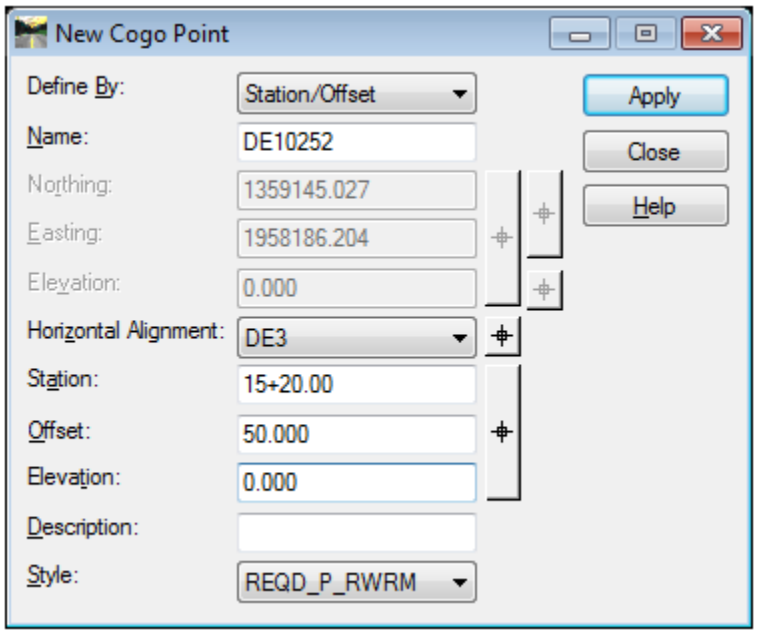
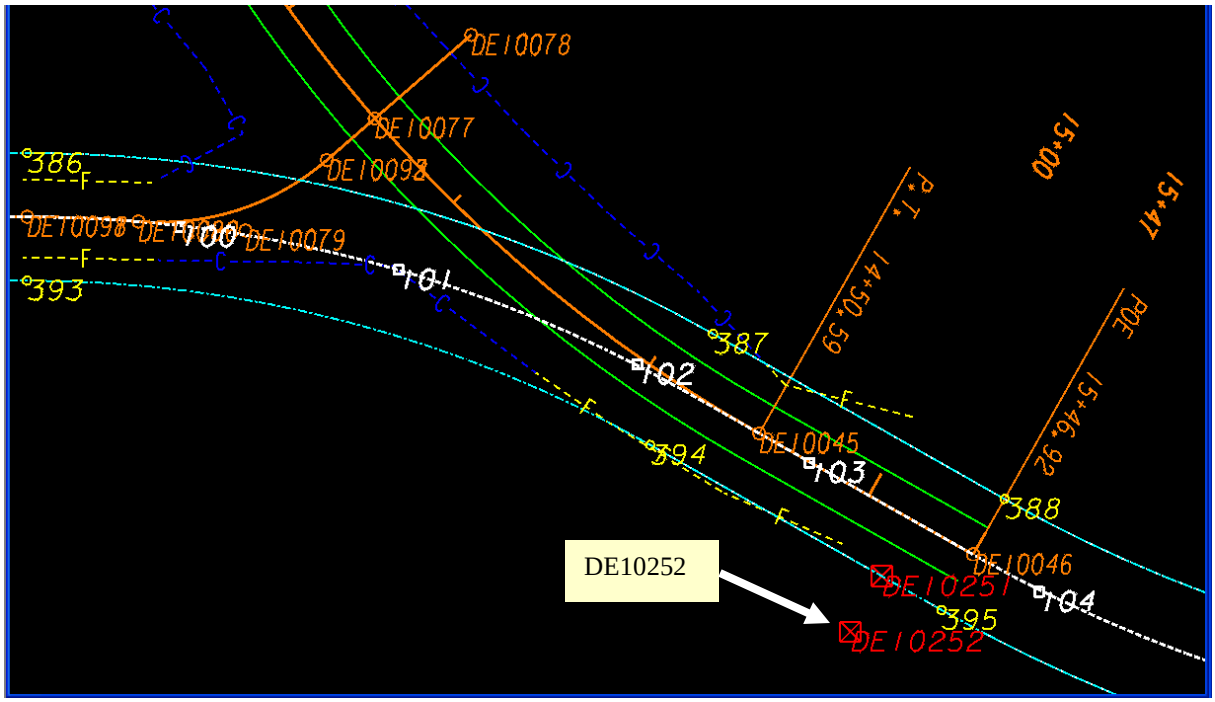

Figure L12-67 New Cogo Point
Figure L12-68 MicroStation View
61.	**Store a Cogo Point at Sta. 15+20 offset 50' Right of Pequanoc Drive (DE3).** • Match the entries shown in *Figure L12-67*. • Click **Apply** but do **not** close the **New Cogo Point** dialog. • If a **Results** window appears – click **Close** to exit the **Results** window. • Ensure Point **DE10252** was drawn in MicroStation as shown in *Figure L12-68*.